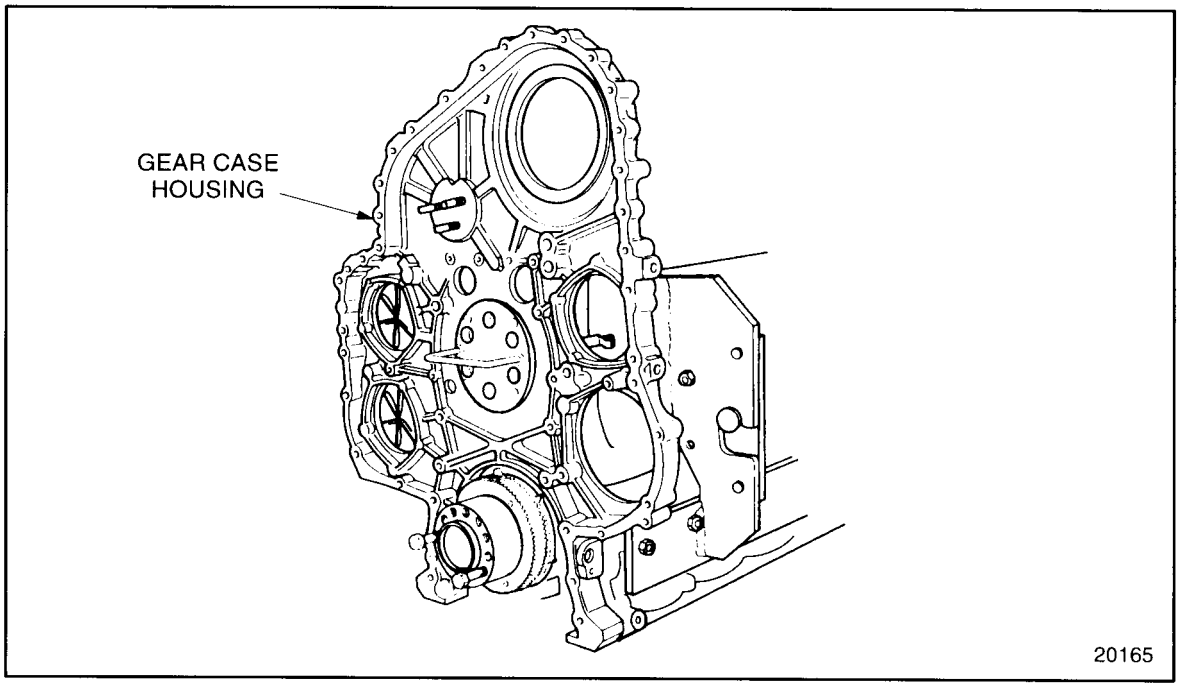

Figure 1-215 Gear Case Positioning
4. With the gear case alignment plug fully seated, the gear case centered on the alignment plug and the diamond dowel in the cylinder block indexed with its mating hole in the gear case, the gear case is positioned properly for bolt installation. See Figure 1-215.